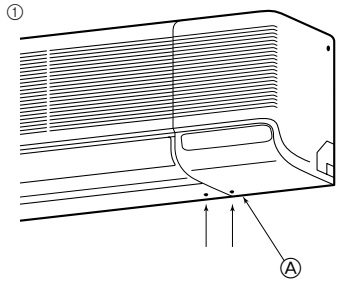

Fig. 3-5
1) Проводка труб сзади справа и снизу (Fig. 3-5)
① Снимите правую боковую панель.
① Снимите боковую панель.